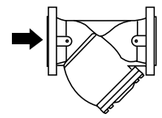

рис. 2
- НА ГОРИЗОНТАЛЬНОМ трубопроводе фильтр устанавливается крышкой вниз (рис. 2).